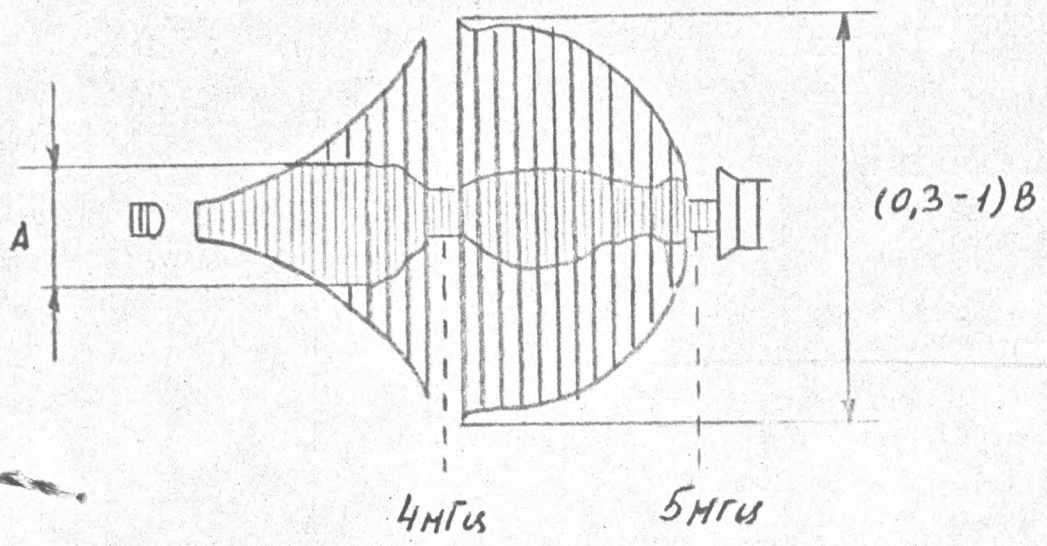

РИС. 7.16
7.6.16.3. ПОДКЛЮЧИТЕ ОСЦИЛЛОГРАФ С1-81 К К.Т.А3-X21 И С ПОМОЩЬЮ РЕЗИСТОРА А3-R89 УСТАНОВИТЕ МИНИМАЛЬНЫЙ УРОВЕНЬ СИГНАЛА А (РИС.7.16).